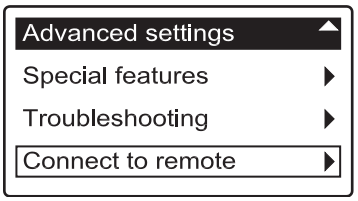
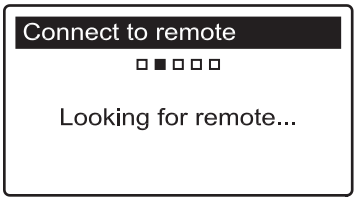
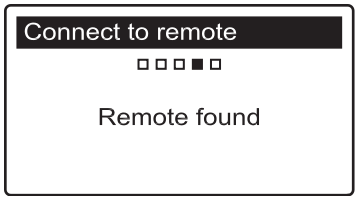

FIG. 12
FIG. 13
FIG. 14
4. Press the softener's SELECT (○) button to display the Advanced settings menu (See Figure 12).
9. Make sure the softener's display still shows the screen in Figure 12. Press the softener's SELECT (○) button to display the "Looking for remote" screen (See Figure 13).
10. Within 5 seconds the screen should change to show "Remote found" (See Figure 14). If the screen instead reads "Remote not found," press the softener's LEFT (◀) button to return to the screen in Figure 12. Repeat this procedure from Step 7. If the remote is not found after several tries, contact your dealer for service.
11. Press the softener's SELECT (○) button. The display will go back to the Advanced settings menu (Figure 12).